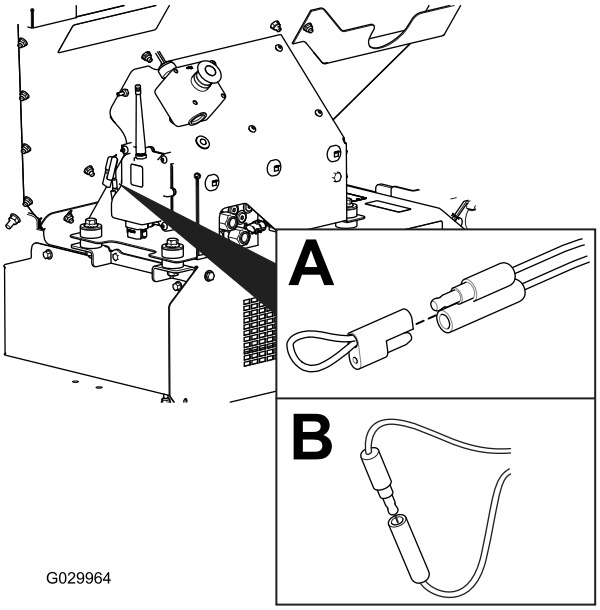

Rysunek 59
2. Zdejmij zabezpieczone przed zgubieniem kapturki z obu mostkowych złącz diagnostycznych (Rysunek 59, A).
3. Podłącz ze sobą mostkowe złącza diagnostyczne (Rysunek 59, B).
2. Rozłącz mostkowe złącza diagnostyczne (Rysunek 59, B).
3. Załóż kapturki na oba mostkowe złącza diagnostyczne (Rysunek 59, A).